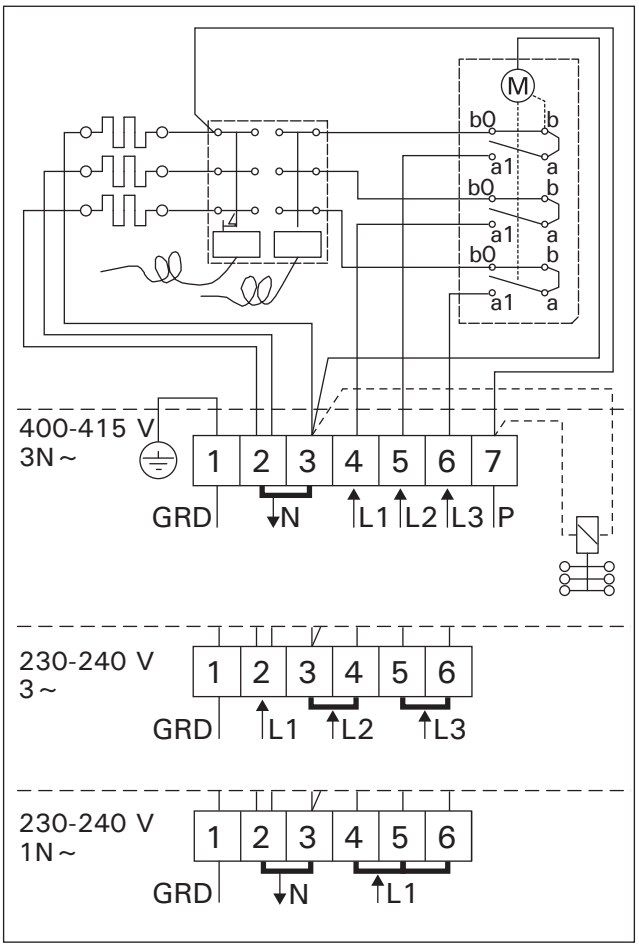

Rys. 10. Schemat elektryczny (BC)
- Oprócz złączy zasilania, piec BC jest wyposażony w złącze dodatkowe (P), które umożliwia regulację ogrzewania elektrycznego (rys. 10). Piec pobiera energię, kiedy jest włączony. Kabel sterujący ogrzewaniem elektrycznym jest doprowadzany bezpośrednio do skrzynki przyłączy i stąd do listwy zaciskowej pieca wzdłuż kabla gumowego tej samej grubości, co kabel przyłączeniowy. Jeśli otwór na drugi kabel nie jest używany, należy zamknąć i dokręcić element ograniczający naprężenia.